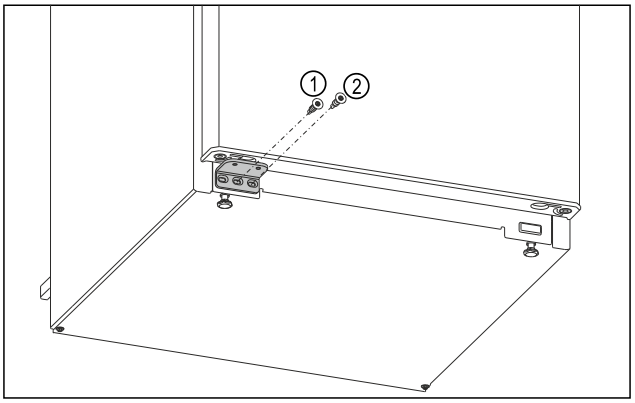

Fig. 17
▶ Kierrä laakerijalustan *Fig. 17 (1)* keskimmäinen ruuvi kiinni Torx 20 -ruuvimeisselillä.
▶ Kierrä laakerijalustan *Fig. 17 (2)* sisempi ruuvi kiinni Torx 20 -ruuvimeisselillä.